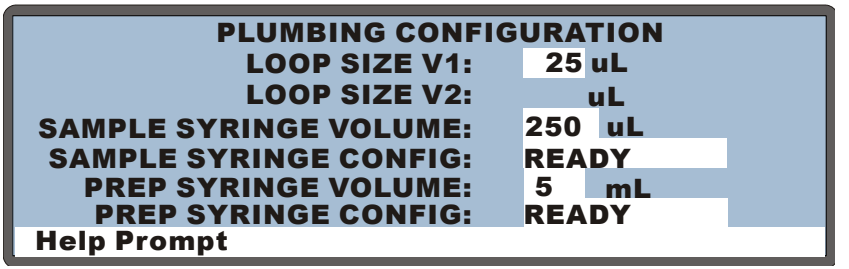

Figure B-44. Plumbing Configuration Screen Example
1. On the **MODULE SETUP MENU**, press **3** to go to the **PLUMBING CONFIGURATION** screen (see Figure B-44).